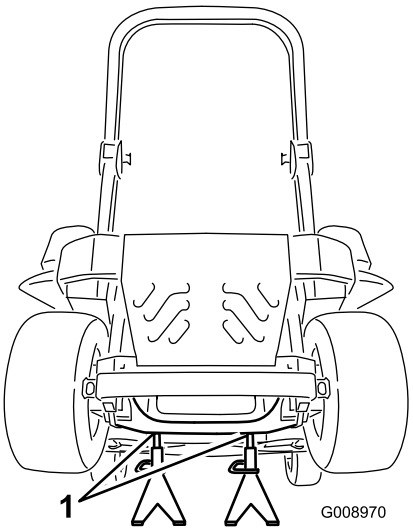

**Figuur 83**
3. Breng de machine omhoog en ondersteun de machine met kriksteunen (Figuur 83).
9. Verwijder de kriksteunen en breng de machine omlaag (Figuur 83).